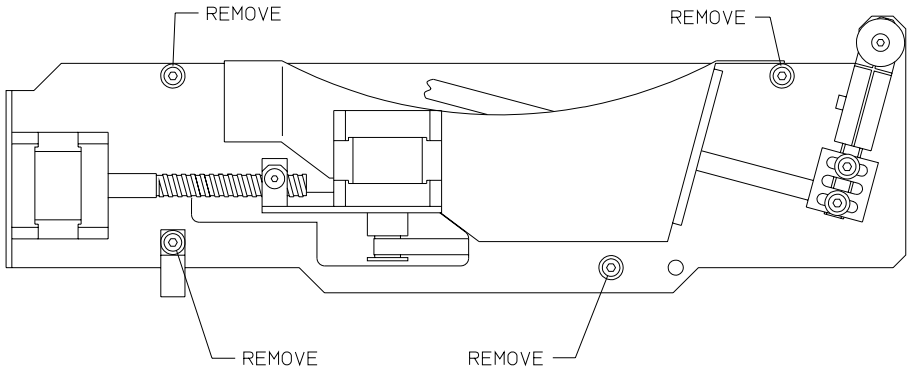

FIGURE 3-9. Removing the Chinrest Assembly
1) Remove the four screws securing the chinrest assembly to the front cover assembly (Figure 3-9).
2) Remove the four screws securing the chinrest assembly to the front cover (Figure 3-9), and remove the assembly.
2) Remove the four screws securing the chinrest assembly to the front cover (Figure 3-9).